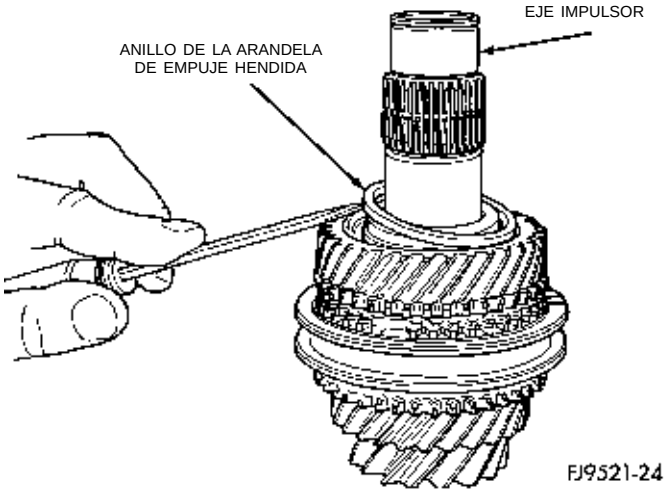

Fig. 82 Desmontaje del anillo de la arandela de empuje hendida
(4) Retire el anillo de la arandela de empuje hendida de los engranajes de 4-5 (Fig. 82).